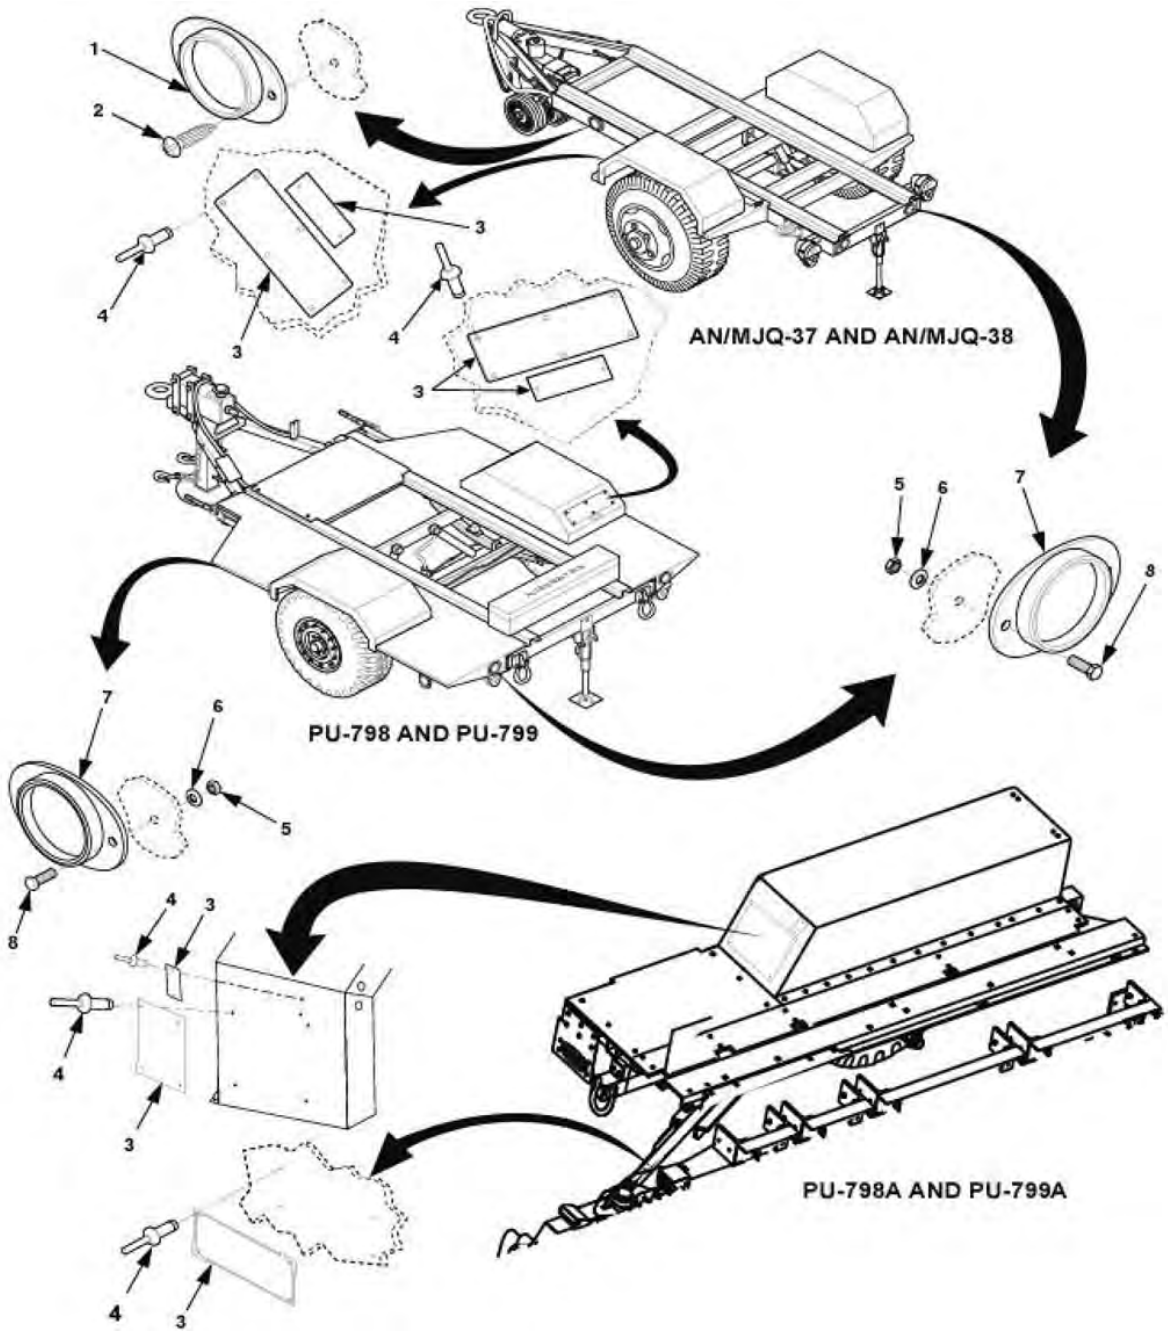

Figure 1. Identification/Transport on Data Plate and Reflector Replacement.
a. Drill out rivets (Figure 1, Item 4) and remove data plate (3).
b. Position data plate (3) on trailer and install rivets (4).
a. Remove self-locking nuts (5), flat washers (6), screws (8), and reflector (7) from trailers (PU-798 and PU-799, and rear of AN/MJQ-37 and AN/MJQ-38 only.)